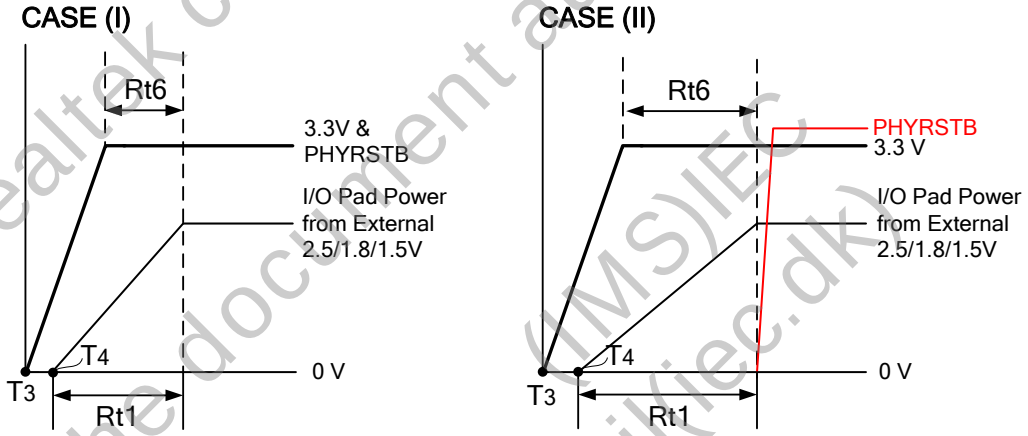

**Figure 11. Power Sequence (I/O Pad Power Sourced Externally)**
*Note 1: The RTL8211F(I)/RTL8211FD(I) does not support fast 3.3V rising. The 3.3V rise time should be controlled over 0.5ms.*
*Note 3: When using an external oscillator or clock source, on stopping the clock source the RTL8211F(I)/RTL8211FD(I) must also be powered off.*
*Note 4: The RTL8211F(I)/RTL8211FD(I) use the integrated LDO to generate the 2.5V, 1.8V/1.5V voltages for the I/O pad, the I/O pad voltage can be selected by using the CONFIG pins CFG_LDO[1:0]. Moreover, external power source for the I/O pad is also supported, please refer to the setting of CFG_EXT and CFG_LDO[1:0] pins (section 7.8 Hardware Configuration, page 14).*
*Note 6: When using an external power source for the I/O pad, the power should rise simultaneously or slightly later than 3.3V power, i.e. $T_4$ □ $T_3$ in Figure 11.*
*Ready time of the external power should be within 5ms after 3.3V is ready. See CASE(I) in Figure 11, page 49.*
*PHYRSTB should be kept low until the external power is ready. See CASE(II) in Figure 11, page 49. Note that for this case, there is no constraint on the 'max' value of Rt6.*